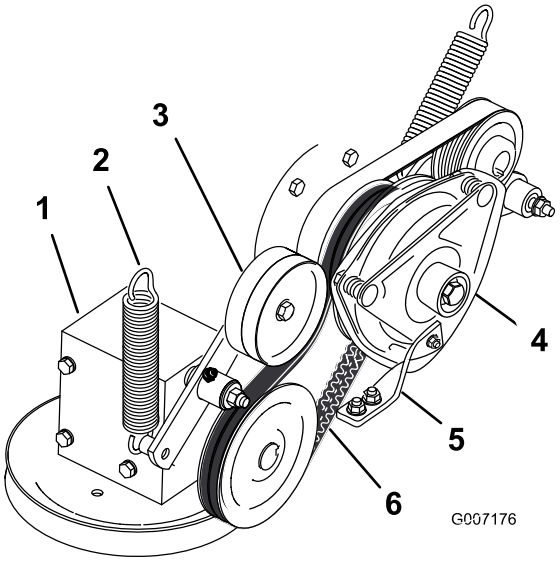

Figur 64
4. Demontera fjädern på remskivearmen (Figur 64).
7. Montera den nya kraftuttagsdrivremmen runt kopplingsskivan och växellådsskivan (Figur 64).
9. Montera fjädern på remskivearmen (Figur 64).